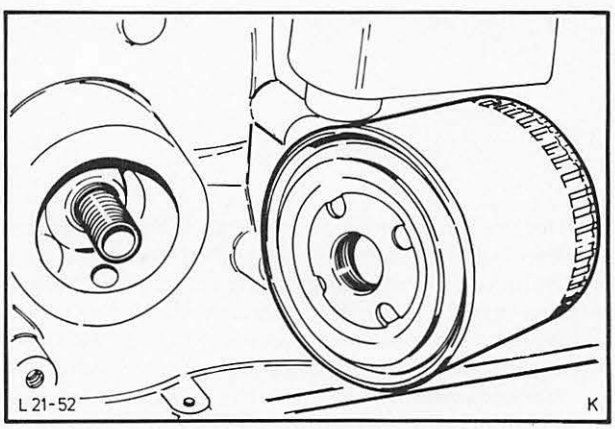

Abb. 69 Ölfilterpatrone aufschrauben
51. Ölfilterpatrone aufschrauben, bis die Gummidichtung mit dem Gehäuse Kontakt hat, dann noch 3/4-Umdrehung festziehen, Abb. 69.